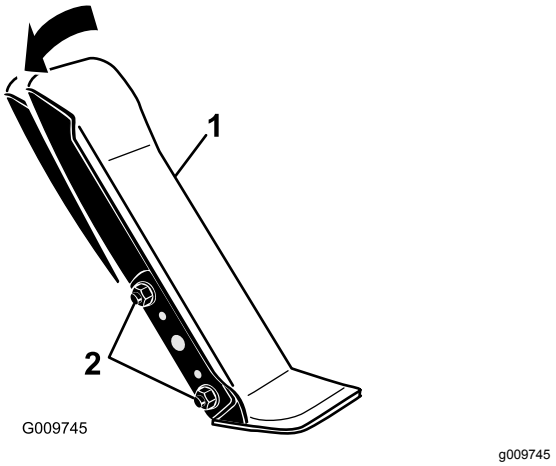

Figuur 87
1. Draai de 2 bouten en moeren los waarmee de linkerzijde van het tractiepedaal aan de beugel is bevestigd (Figuur 87).
2. Draai het pedaal naar de gewenste hoek en draai de moeren vast (Figuur 87)˙.